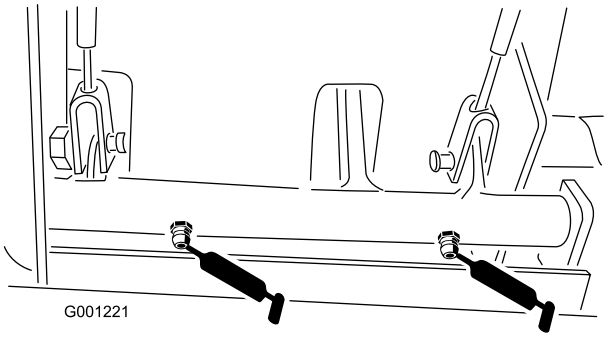

Figur 41
- Bremsetapphylser (Figur 41)
- Bremsekabler (enden ved drivhjulet og enden ved bremsepedalene) (Figur 41)